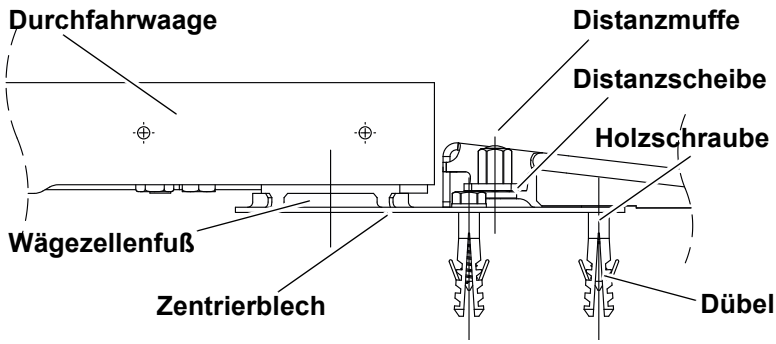

Abb. 19 Durchfahrwaage mit abnehmbarer Rampe
1. **Rampe mit Zentrierbleche unter Wägezellenfüße schieben (siehe** Abb. 19, S. 24**).**
6. **Zentrierbleche mit Holzschrauben und Dübeln im Boden festschrauben (siehe Abb. 19, S. 24).**